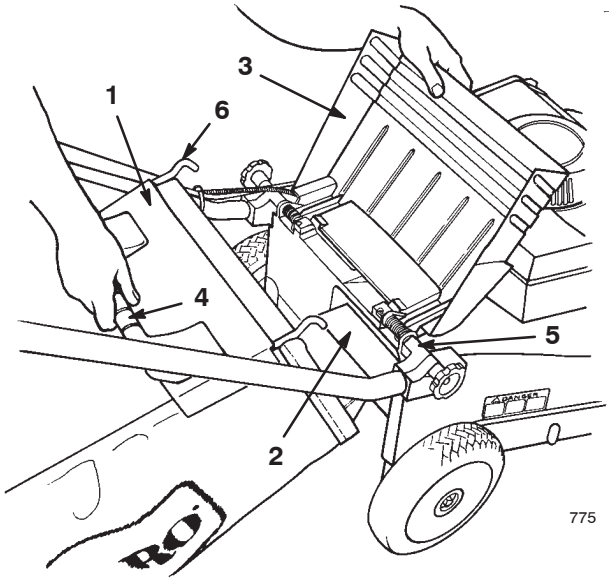

Figure 13
2. Raise the discharge door, slide the bag ramp attached to the grass bag into the discharge opening, and hook the bag frame onto the rounded portion of the mounting brackets (Fig. 13).